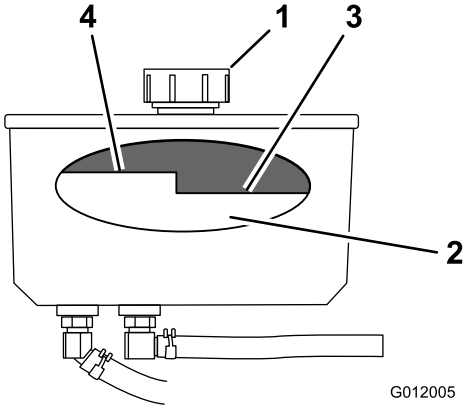

Figur 72
4. Rengør området omkring hydrauliktankens påfyldningshals og dæksel (Figur 72).
5. Fjern dækslet fra påfyldningsstudsen (Figur 72).
Bemærk: Væskestanden skal være under varm-niveauet på pladen, når væsken er opvarmet (Figur 72).